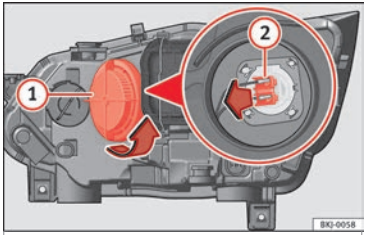

**Fig. 113** In the engine compartment: main beam headlight bulb.
– Turn the cover (1) anti-clockwise and take it out »» Fig. 113.
– Remove the bulb connector (2) by pulling it outwards.
– Fit the bulb connector (2).
– Fit cover (1), turning it towards the right.